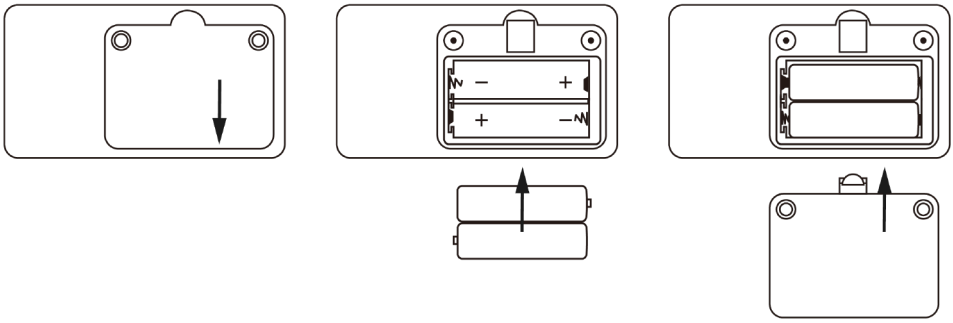

Figura 3. Instalare baterii
A. Consultați Figura 3. Utilizați o șurubelniță pentru a slăbi cele două șuruburi din compartimentul bateriei de pe spatele produsului și deschideți capacul din spate al compartimentului bateriei.